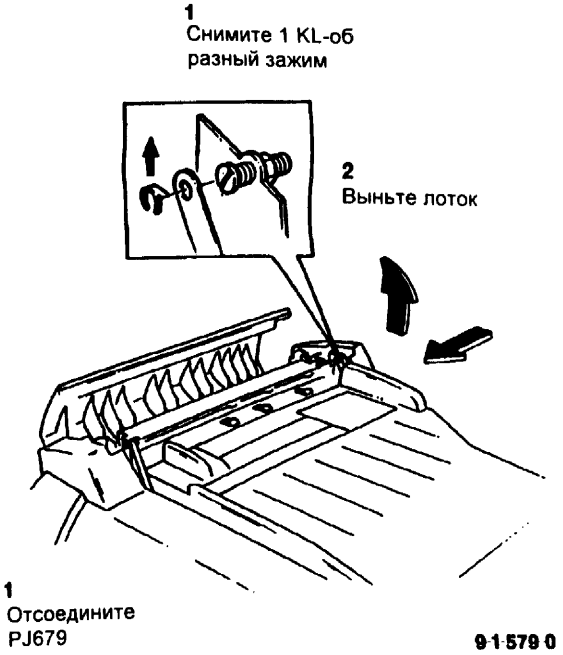

Рис. 1 Снятие входного лотка
1. (Рис. 1) Выньте входной лоток.